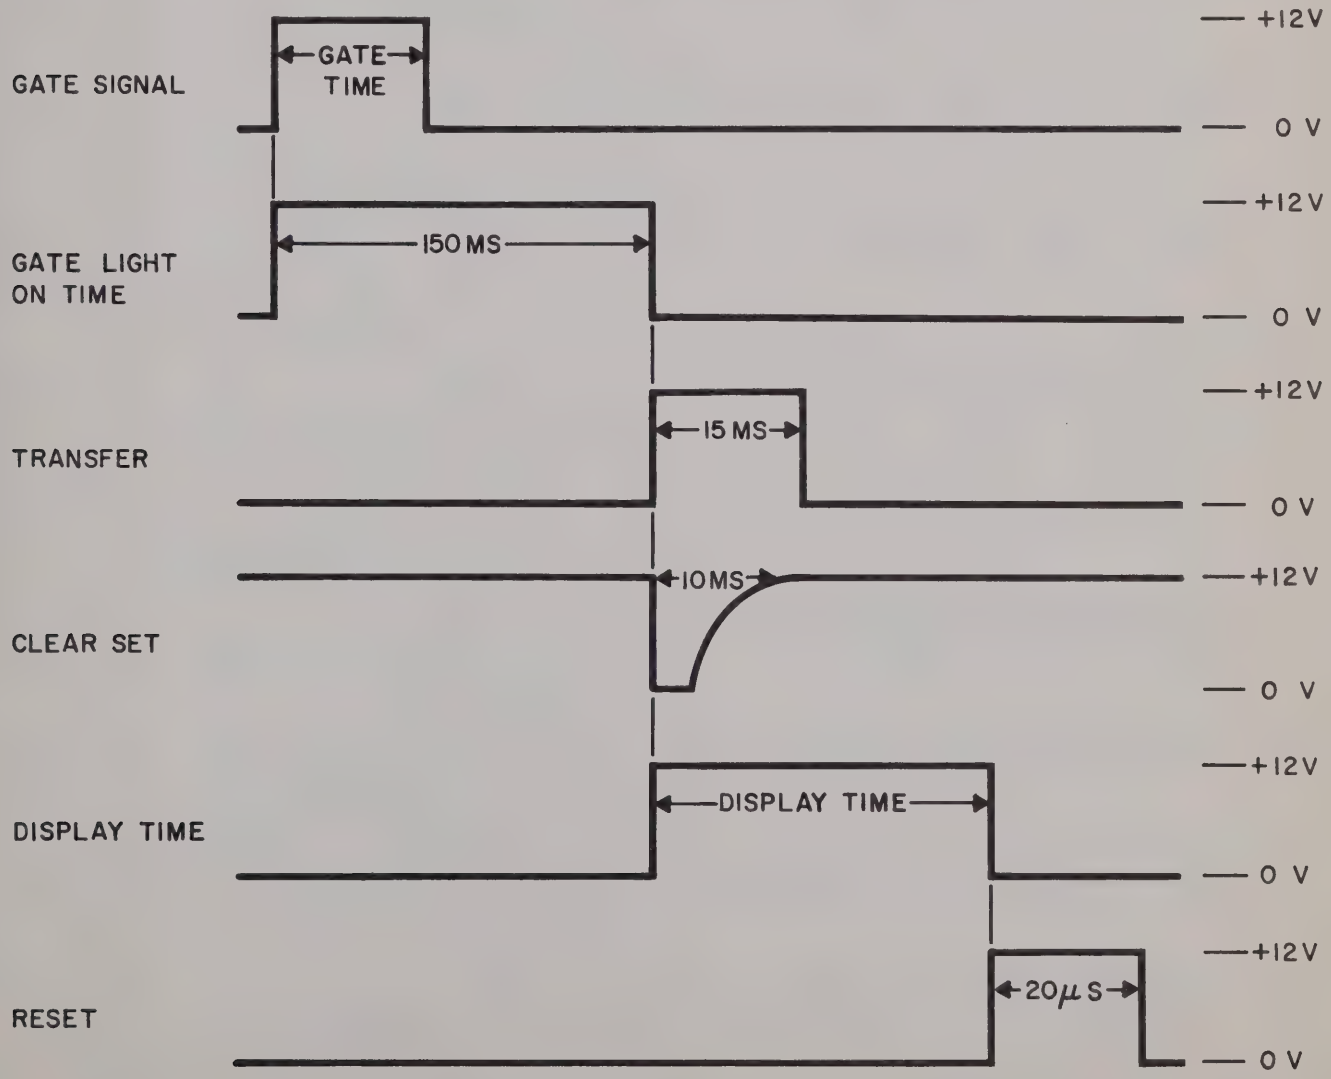

Figure 4-18. Cycle Control, Timing Diagram
As the GATE lamp goes off the 10-millisecond single-shot SS5, consisting of A1A7Q4 and A1A7Q5, is triggered. Its output is dc-coupled to INV4 and ac-coupled by A1A7C1 to EF2. These two transistors (A1A7Q1 and A1A7Q2) produce the memory transfer pulse and memory clear set pulse, respectively. If memory operation is not required, INV1 conducts, causing INV4 and EF2 to produce proper outputs for track operation. Figure 4-18 is a timing diagram for the cycle control functional section.
c. USEFUL ILLUSTRATIONS. — Illustrations useful in maintaining this functional section are: figures 4-18, 4-19, 5-42, and 5-70.